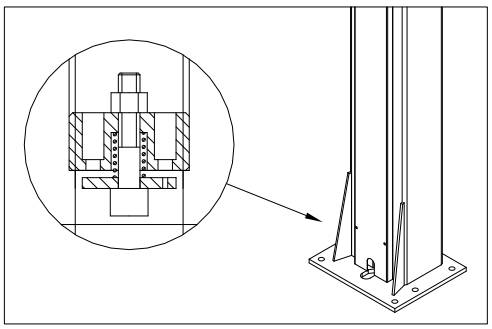

Fig. 12
• In caso di perdita improvvisa e consistente nel circuito idraulico, ad esempio per rottura di un tubo, intervengono le valvole di blocco poste alla base di ciascun cilindro (Fig. 12).